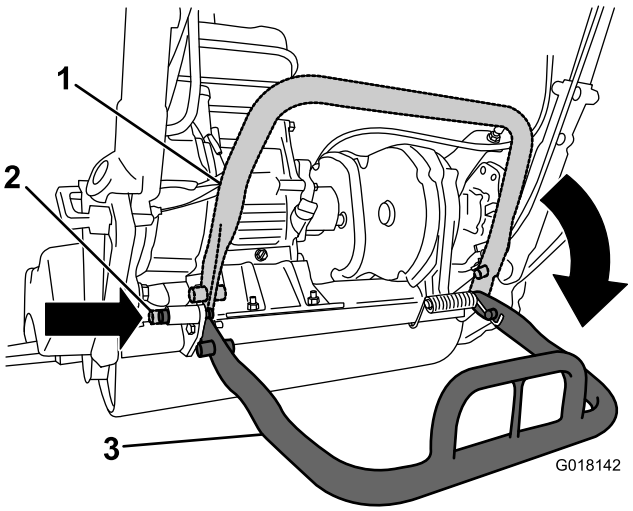

Figur 21
- Senk støtten og skyv inn låsepinnen for å sette fast støtten i servicestilling, og dermed forhindre at enheten vipper bakover når du fjerner spolen (Figur 21).